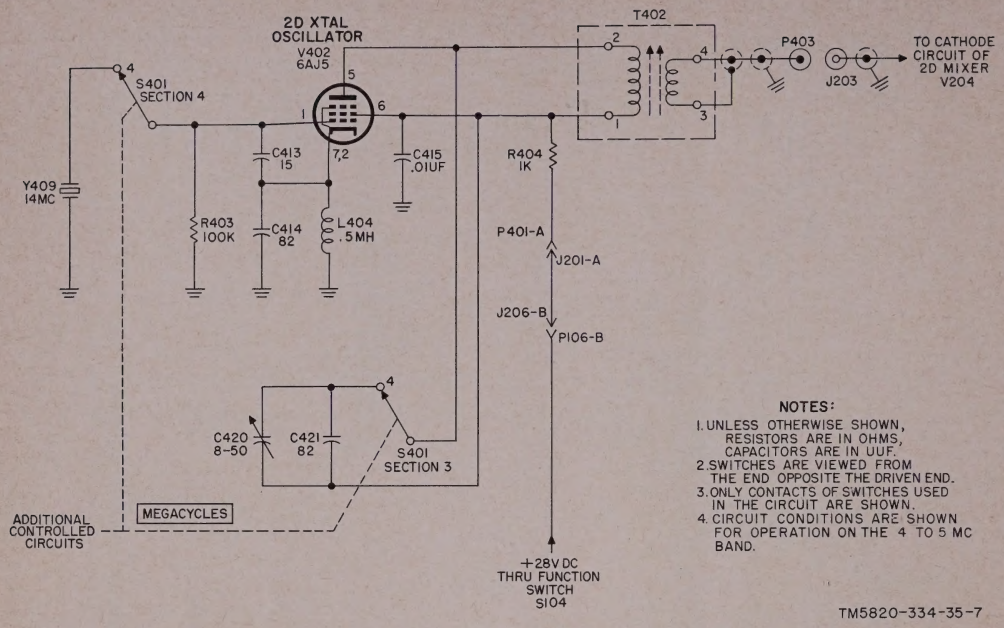

Figure 7. Second crystal oscillator, simplified schematic diagram.
10. Second Crystal Oscillator V402 (fig. 7)